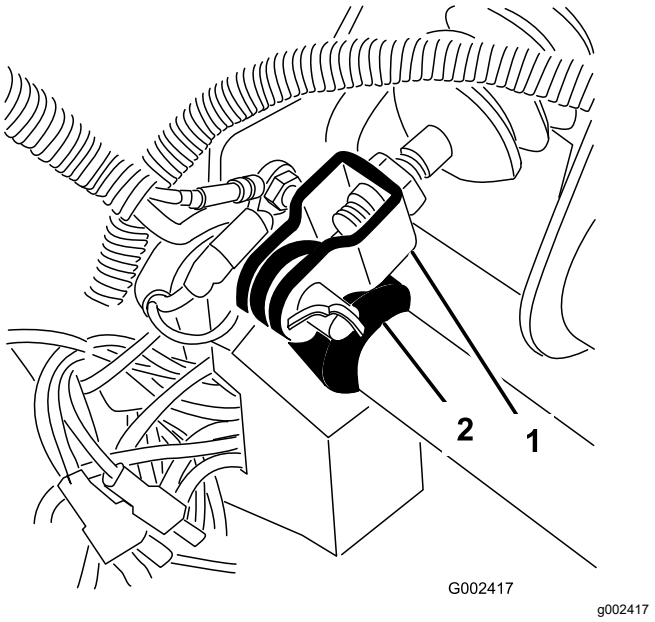

Figur 60
1. Fjern låseclipsen og gaffelbolten, som fastgør hovedcylindergaflen til bremsepedalens drejetap (Figur 60).